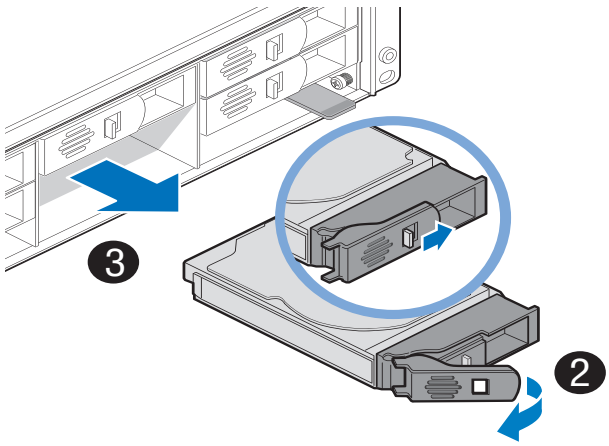

Figure 3–3: Removing a Disk Drive
2. Open the latch on the front of the disk drive by pressing the tab to the right while pulling the lever back as shown in *Figure 3–3*.